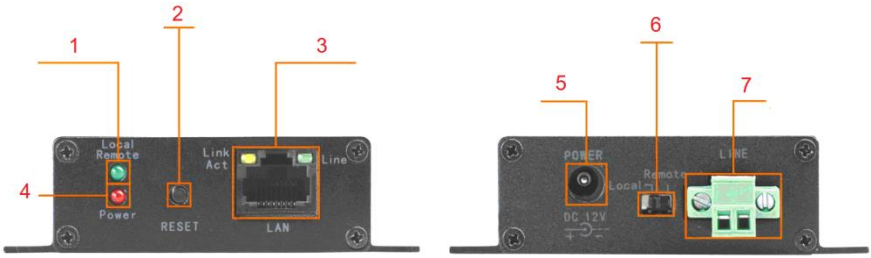

Рис. 2 Панели подключения удлинителя TA-IP+RA-IP
- Установите положение переключателя 6 (Рис.2) в положение **Local** на локальном устройстве и в положение **Remote** – на удаленном
- Сетевое оборудование подключается к разъему **LAN** RJ-45 (3) Рис.2;
- Приемник и передатчик соединяются между собой кабелем через клеммные колодки **LINE** (7) Рис.2;
- Подключите блоки питания к устройствам. Подайте питание. Индикаторы питания (4) Рис.2 и индикатор **Link Act** разъема RJ-45 (3) Рис.2 должны загореться;
- При корректной передаче данных индикатор **Line** разъема RJ-45 (3) Рис.2 будет мигать
- Если данные передаются не корректно, перезагрузите устройства, нажав кнопку **Reset** (2) Рис.2;